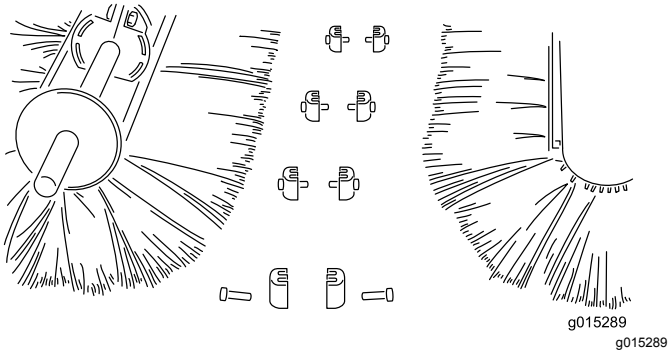

**Figur 30**
4. Skill børstehalvdelene fra hverandre, og kast de(n) skadede delen(e) (Figur 30).